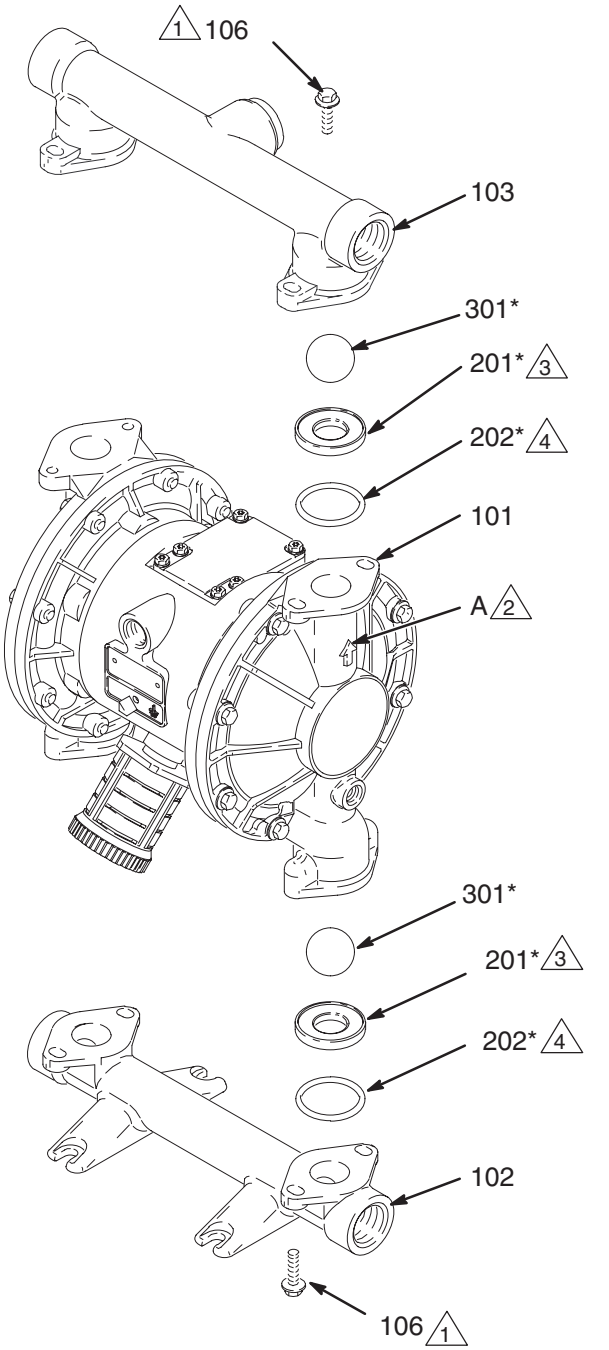

Afb. 12
3. Draai met een 10 mm steeksleutel de bouten (106) en de moeren (114, *alleen op roestvaststalen pompen*) los waarmee de materiaaldeksels (103) op de materiaaldeksels (101) zitten. Zie Afb. 12.
4. Verwijder de o-ringen (202, *ontbreken op sommige modellen*), de zittingen (201), en de kogels (301) van het spruitstuk (103).
5. Keer de pomp om en verwijder het inlaatspruitstuk (102). Verwijder de o-ringen (202, *ontbreken op sommige modellen*), zittingen (201), en de kogels (301) van de deksels (101).
2. Zet alles in omgekeerde volgorde weer in elkaar en lees alle opmerkingen in Afb. 12. Let op dat de kogelkleppen en de spruitstukken in elkaar komen te zitten **precies** zoals in de afbeeldingen te zien is. De pijlen (A) op de materiaaldeksels (101) **moeten** naar het uitlaatspruitstuk (103) gericht zijn.